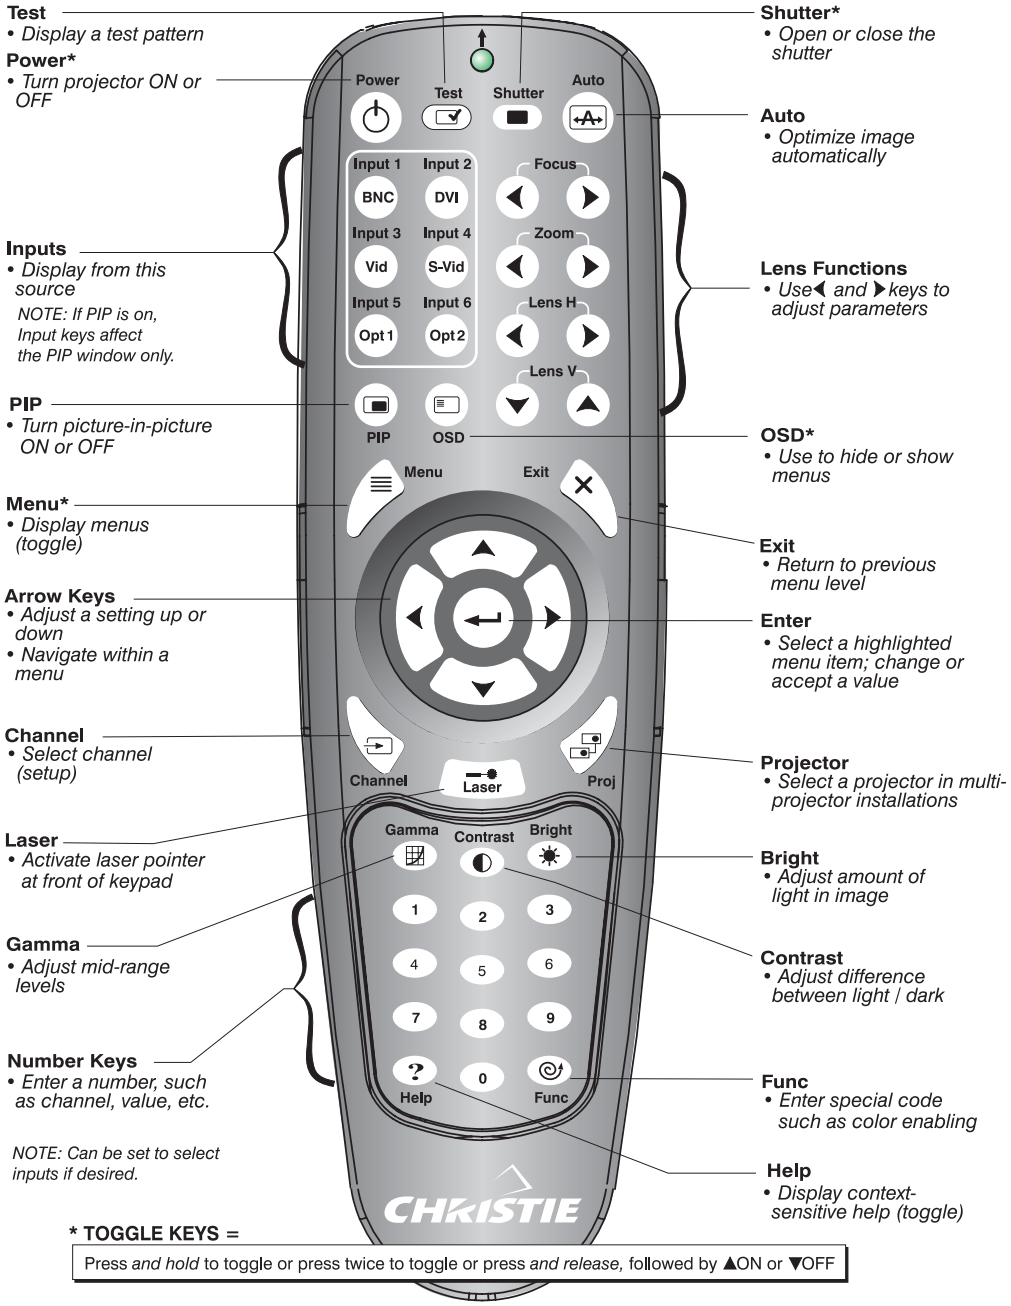

Figure 3.3. Remote Keypad
2) Note that three keys—Power, Shutter and OSD—are "press-and-hold" keys that do not function with a typical quick press-and-release keypress (see Figure 3.3).